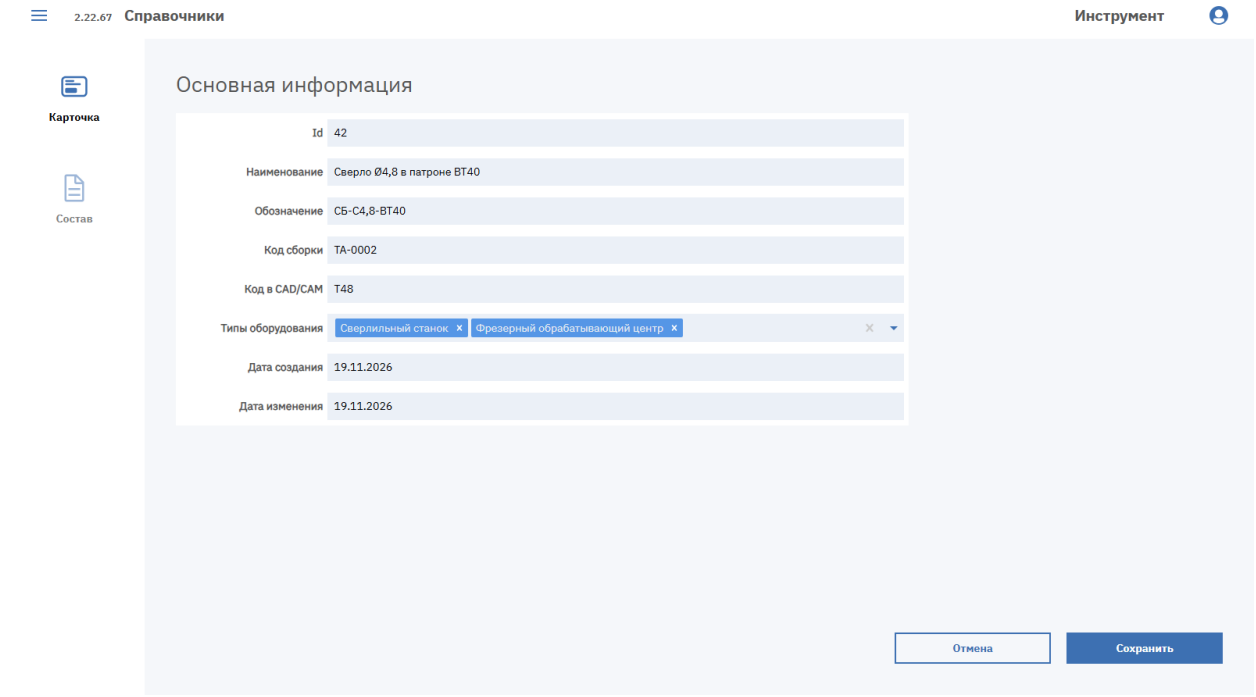

Рисунок 68. Карточка инструментальной сборки
1. Нажмите кнопку «Добавить». В новой вкладке откроется форма «Основная информация» (см. Рисунок 68).